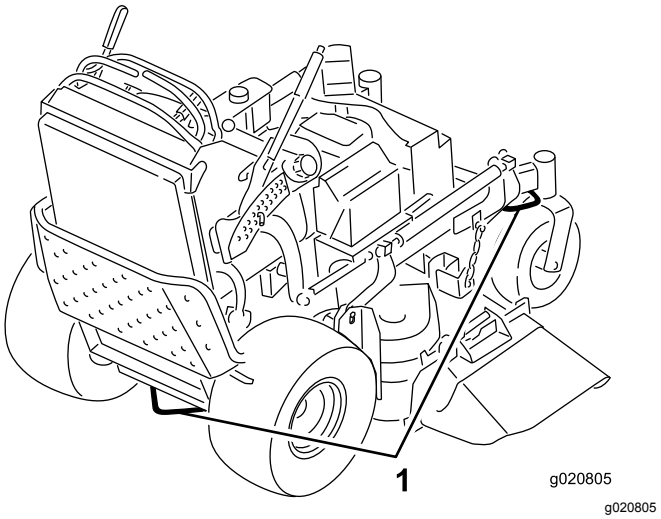

Figuur 25
6. Gebruik de metalen bindogen op de machine om de machine goed te bevestigen op de aanhangwagen of de vrachtwagen met banden, kettingen, kabels of touwen (Figuur 25).